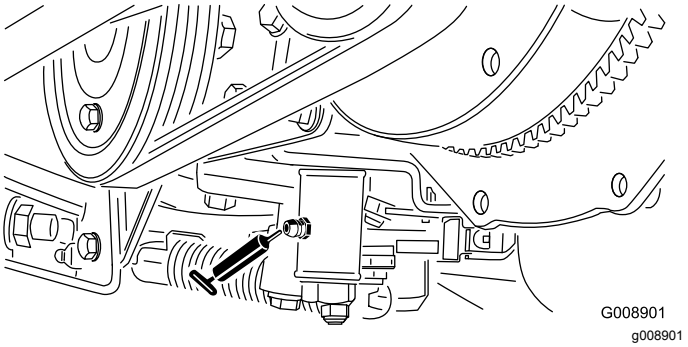

Rysunek 56
- Mechanizm regulacji pozycji neutralnej (Rysunek 56)